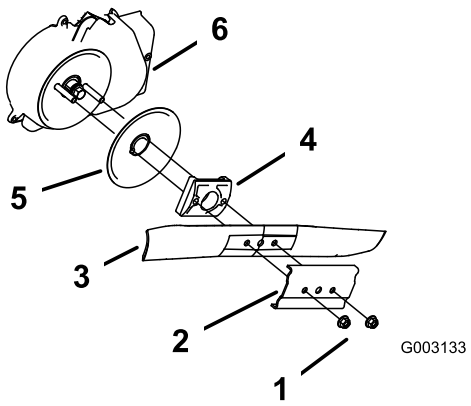

Figuur 31
3. Verwijder de 2 mesmoeren en de versteviger (Figuur 31).
4. Verwijder het mes (Figuur 31).
5. Verwijder de mesaandrijving en de antiscalpeerschijf (Figuur 31).
6. Verwijder het scherm van de mesremkoppeling (Figuur 31).
10. Plaats het mes en de versteviger terug met de 2 mesmoeren die u eerder verwijderd hebt (Figuur 31).